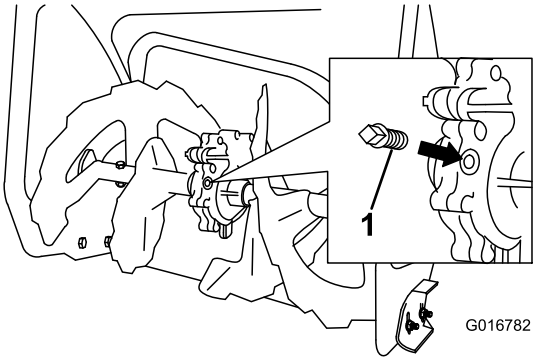

Figur 46
2. Rengjør området rundt rørpluggen (Figur 46).